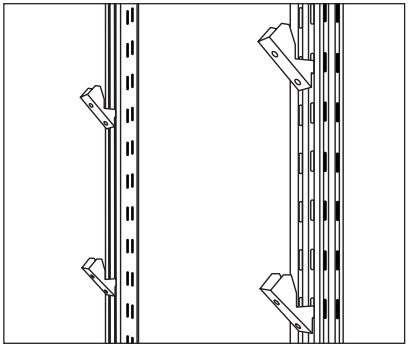

Рис. 8 Установка кронштейнов
2. Определитесь с уровнем расположения полок. Максимальное расстояние между полками — не более 800 мм. Максимальное расстояние от пола до нижней полки — не более 200 мм, при креплении стеллажа к полу с помощью подпятника — не более 700 мм. Установите на всех спаренных стойках кронштейны для полок на одном уровне (рис. 8).